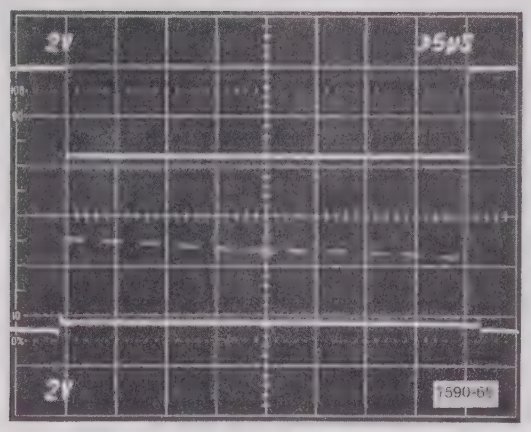

Fig. 6-20. Signal standardizer gain steps.
e. Adjust - The Horizontal Gain adjustment R872 (R4873 for instruments SN B190000-Above) so the first and last of the Signal Standardizer pulses occur during the unblanking period and so they are within one division of the blanking pulse. It may be necessary to readjust the Horizontal Centering adjustment R868 (R4868 for instruments SN B190000-Above) slightly (Fig. 6-20).